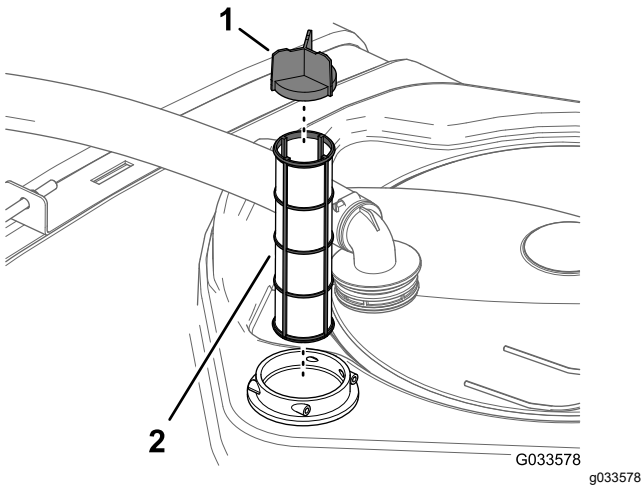

Figur 56
4. Ta bort det gamla sugfiltret från filterkåpan i tanken (Figur 56).